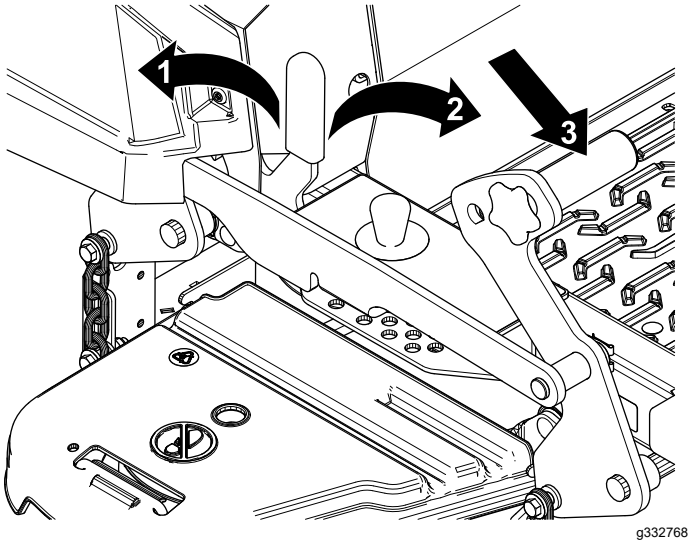

Figure 28
1. Poussez la pédale de levage du plateau de coupe complètement en avant pour bloquer le plateau en position de TRANSPORT (Figure 28).
2. Poussez la pédale de levage du plateau de coupe complètement en avant et tirez le verrou de transport en avant à la position de DÉVERROUILLAGE, puis abaissez lentement le plateau (Figure 28).